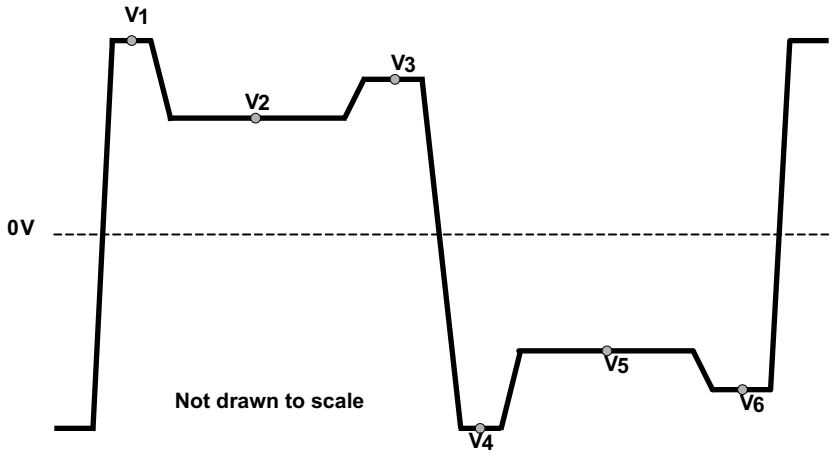
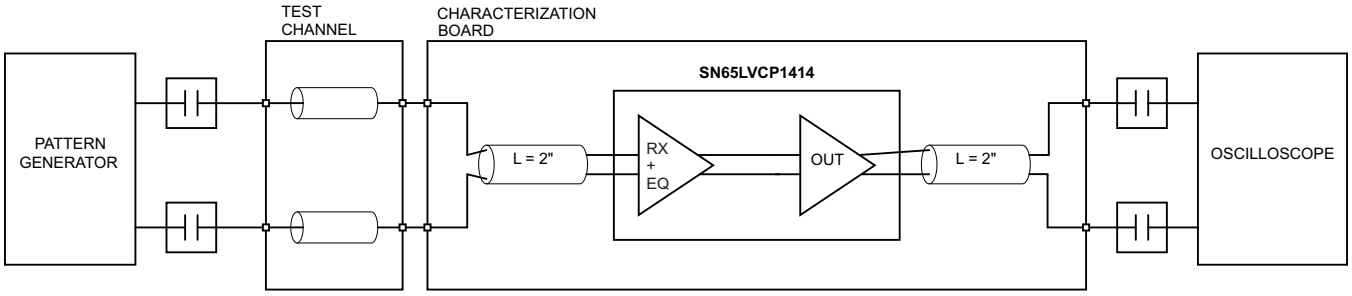
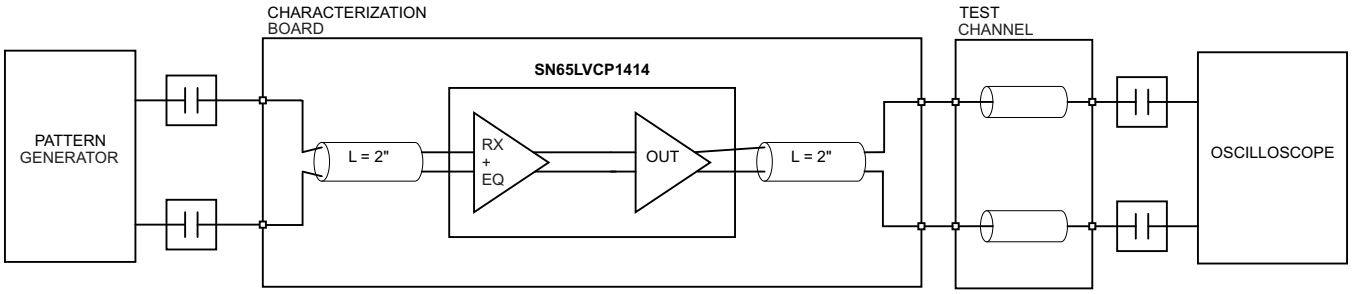

Figure 9. Vpre and Vpost (test pattern is 1111111100000000 (8-1s, 8-0s))
Figure 10. Receive Side Performance Test Circuit
Figure 11. Transmit Side Performance Test Circuit
(2) Rise and Fall measurements include board and channel effects of the test environment, refer to Figure 10 and Figure 11.
(5) All noise sources added.
Regarding timing, the SN65LVCP1414 is I^2C compatible. The typical timing is shown in Figure 9 and a complete data transfer is shown in Figure 10. Parameters for Figure 9 are defined in Table 3.